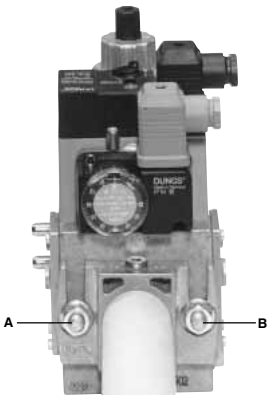
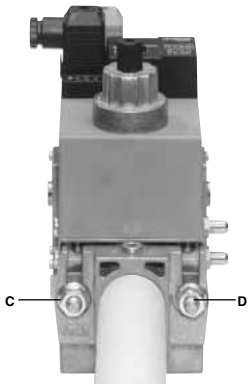

Fig. 6
Fig. 7
3. stringere le viti A, B, C e D (Fig. 6 - Fig. 7), rispettando le posizioni di montaggio (Fig. 9);